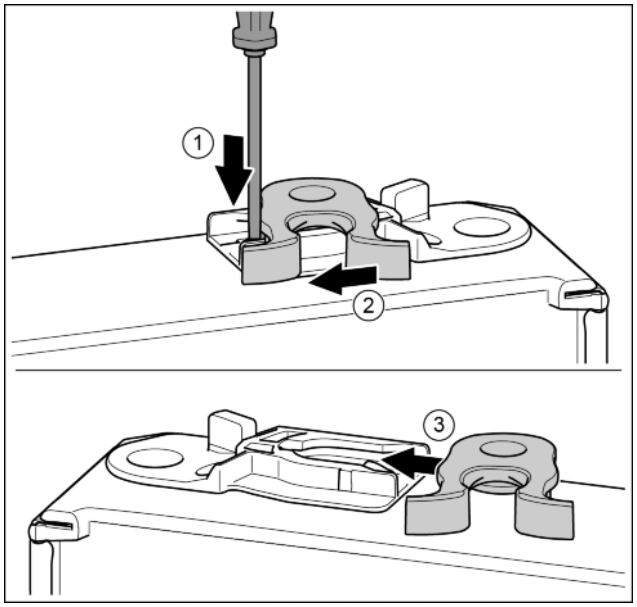

Fig. 14
- ▶ Push the tab downwards with a slotted screwdriver. *Fig. 14 (1)*
- ▶ Pull the door latch out of the guide. *Fig. 14 (2)*
- ▶ Push the door latch into the guide on the other side. *Fig. 14 (3)*